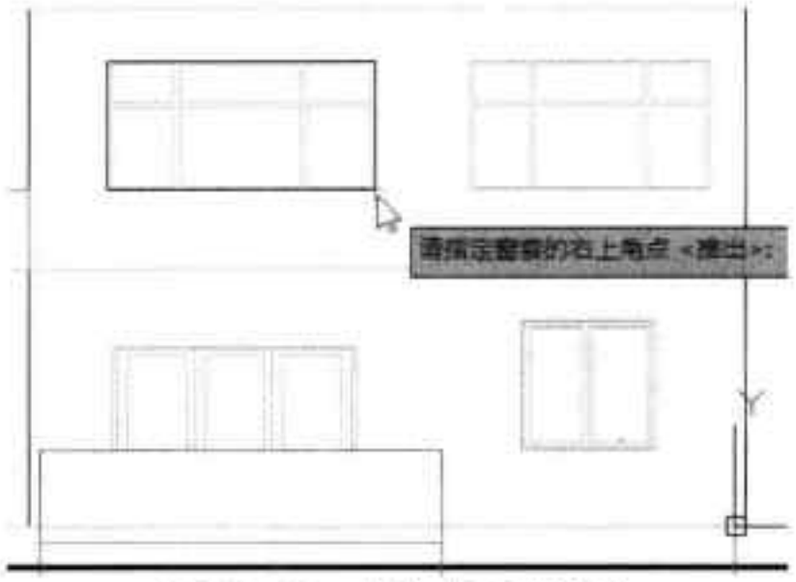

图18-43 框选立面窗图形
Step 01 打开“建筑立面图 .dwg”素材文件，执行“立面 > 立面窗套”命令，根据命令行的提示，框选立面窗图形，如图 18-43 所示。